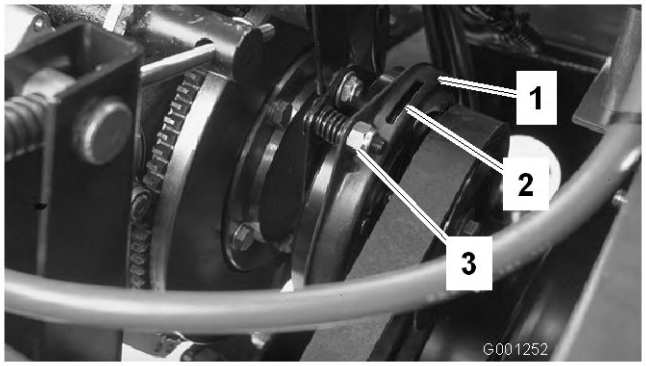

Figure 66
3. Réglez l'entrefer de façon à pouvoir passer une jauge d'épaisseur de 0,381 mm entre la garniture d'embrayage et la plaque de frottement en poussant légèrement (Figure 66). Pour diminuer l'entrefer, tournez l'écrou de réglage dans le sens horaire (Figure 66). L'entrefer ne doit pas dépasser 0,762 mm. Réglez les trois entrefers.